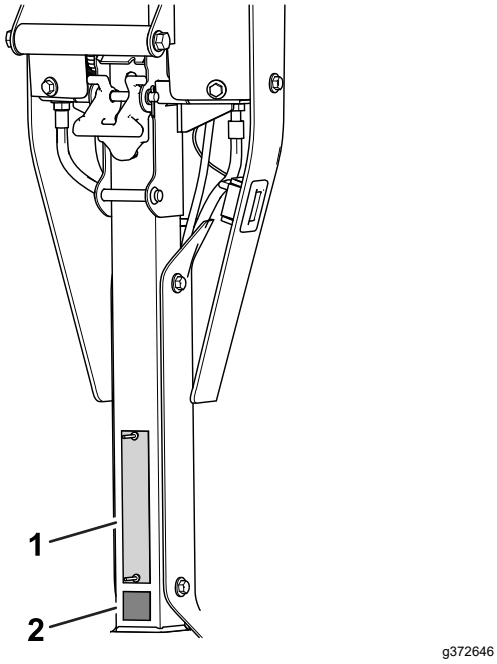

Rysunek 6
- Umieść etykietę CE pod tabliczką znamionową (Rysunek 6).